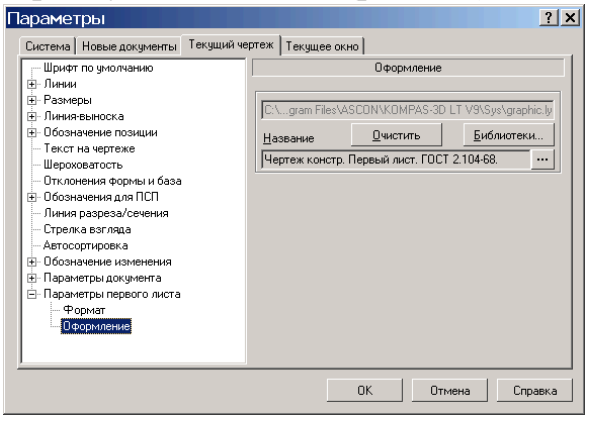

Рис. 7.3. Изменение настроек **Оформление**.
1) выберите настройку **Оформление** (рис. 7.3);